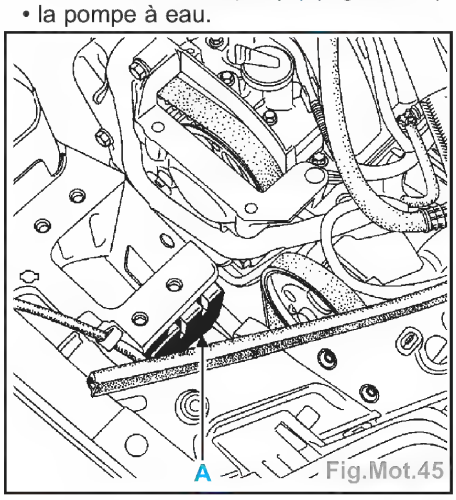

Fig.Mot.45
- la masse accoustique (A) (Fig.Mot.45),